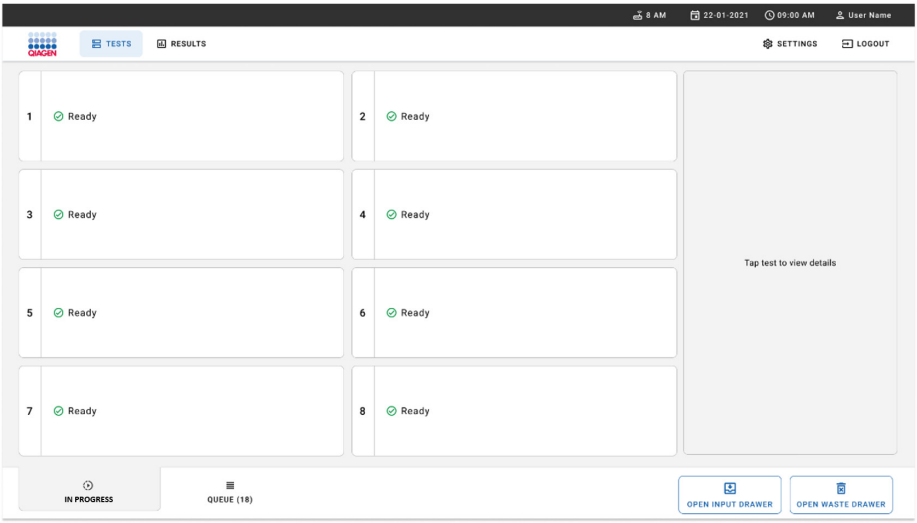

Рисунок 18. Основной экран анализа
1. Нажмите кнопку **OPEN WASTE DRAWER** (ОТКРЫТЬ ЯЩИК ОТХОДОВ) в правом нижнем углу основного экрана анализа (рисунок 18).
3. Закройте waste drawer (ящик отходов) после извлечения картриджей. Система просканирует поддон и вернется к основному экрану (рисунок 18). Если лоток был извлечен для обслуживания, прежде чем закрывать ящик убедитесь, что он правильно вставлен.
4. Нажмите кнопку **OPEN INPUT DRAWER** (ОТКРЫТЬ ЯЩИК ДЛЯ ВВОДА) в правом нижнем углу экрана (рисунок 18).